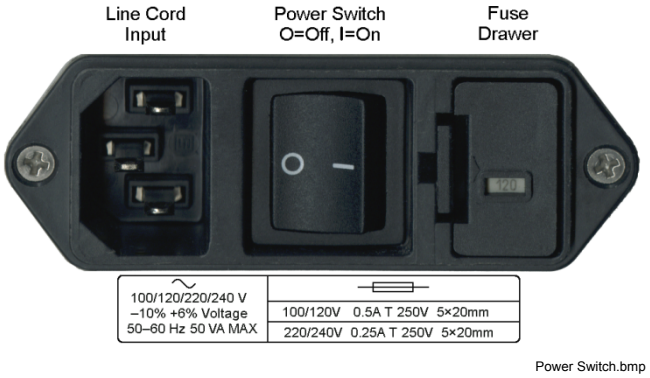

Figure 8-2. Power Fuse Access
1. Identify the line input assembly on the instrument rear panel. See Figure 8-2.
1. Locate line input assembly on the instrument rear panel. See Figure 8-2.